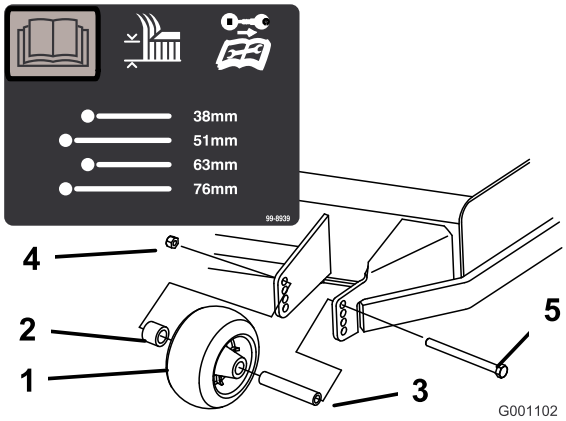
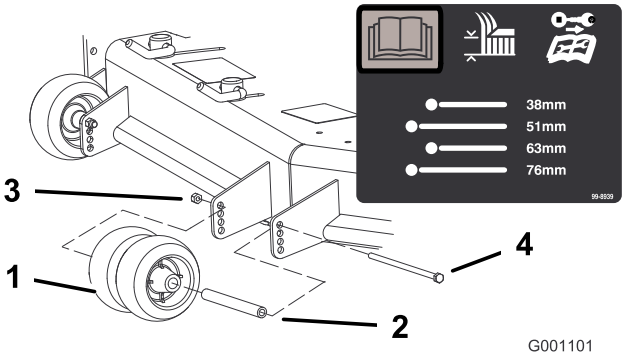
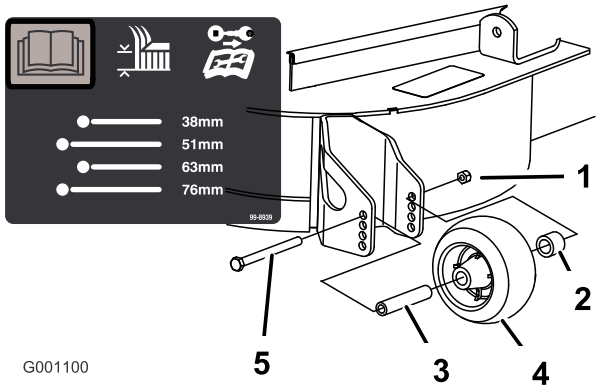

**Figuur 20**
**Figuur 21**
**Figuur 22**
3. Nadat u de maaihoogte hebt ingesteld, moet u de flensmoer, de lagerbus, het afstandsstuk en de bout verwijderen om de rollen in te stellen (Figuur 20, Figuur 21 en Figuur 22).
**Opmerking:** De twee middelste rollen hebben geen afstandsstuk (Figuur 21).
5. Monteer de flensmoer, de lagerbus, het afstandsstuk en de bout. Vastdraaien met een torsie van 54-61 Nm (Figuur 20, Figuur 21, en Figuur 22).